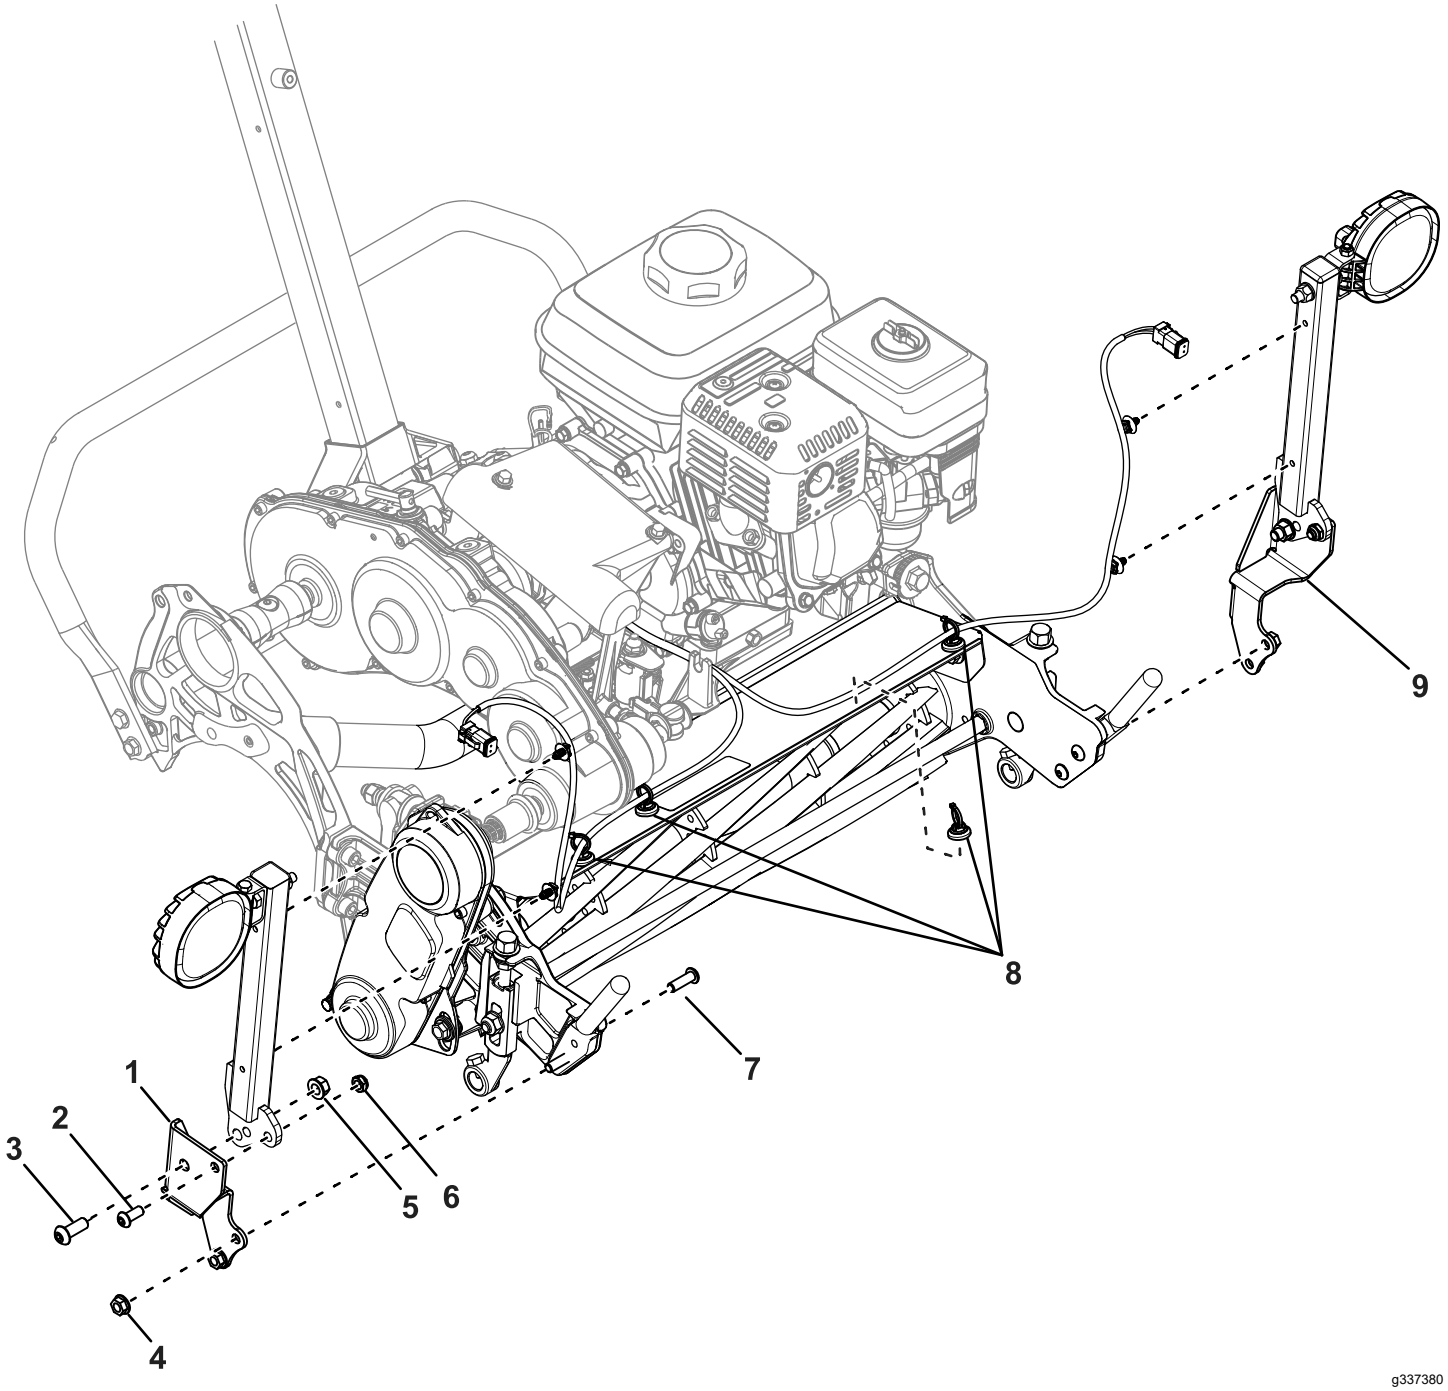

Figure 2
1. Use 2 socket-head screws (5/16 inch), 2 locknuts, 2 socket-head screws (3/8 inch), and 2 flange nuts (3/8 inch) to secure the light mounts to the mount brackets (Figure 2).
3. Use 4 bolts and 4 flange nuts (5/16 inch) to secure the mount brackets to the cutting-unit basket mounts (Figure 2).
4. Install the wire-harness mounts to the areas shown in Figure 2.